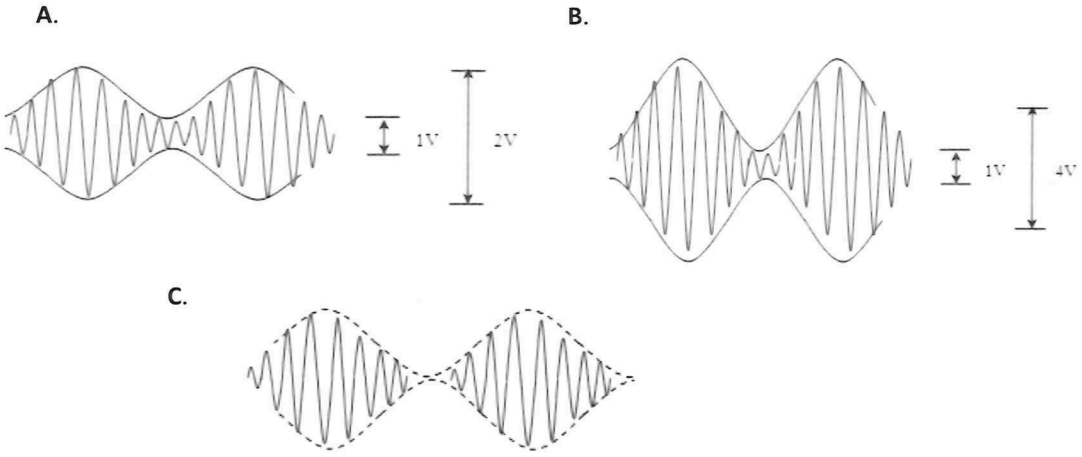

Figure 1
7. Determine the modulation index for each of the three AM waveforms shown in Figure 1 below.